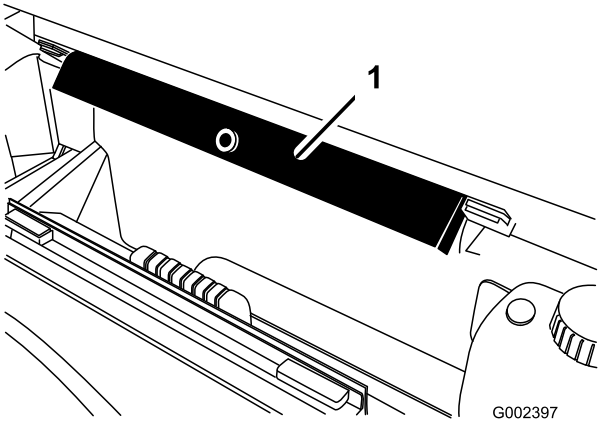

Figur 12
2. Fjern støttepilaren fra lagringsbrakettene på baksiden av veltebøylepanelet (Figur 12).